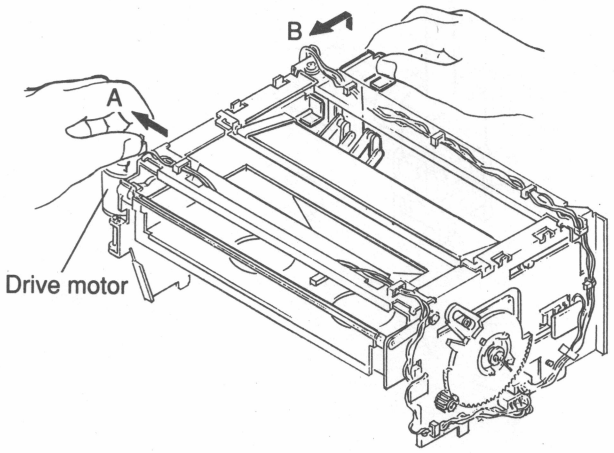

Fig.2-13-3 Manual Operation of Cassette Compartment
5. Pull the release lever of the cassette compartment in the direction of arrow A as shown in Fig.2-13-3. Raise the pull-up lever in the direction of arrow B. The cassette tape can then be removed through cassette-up operation.